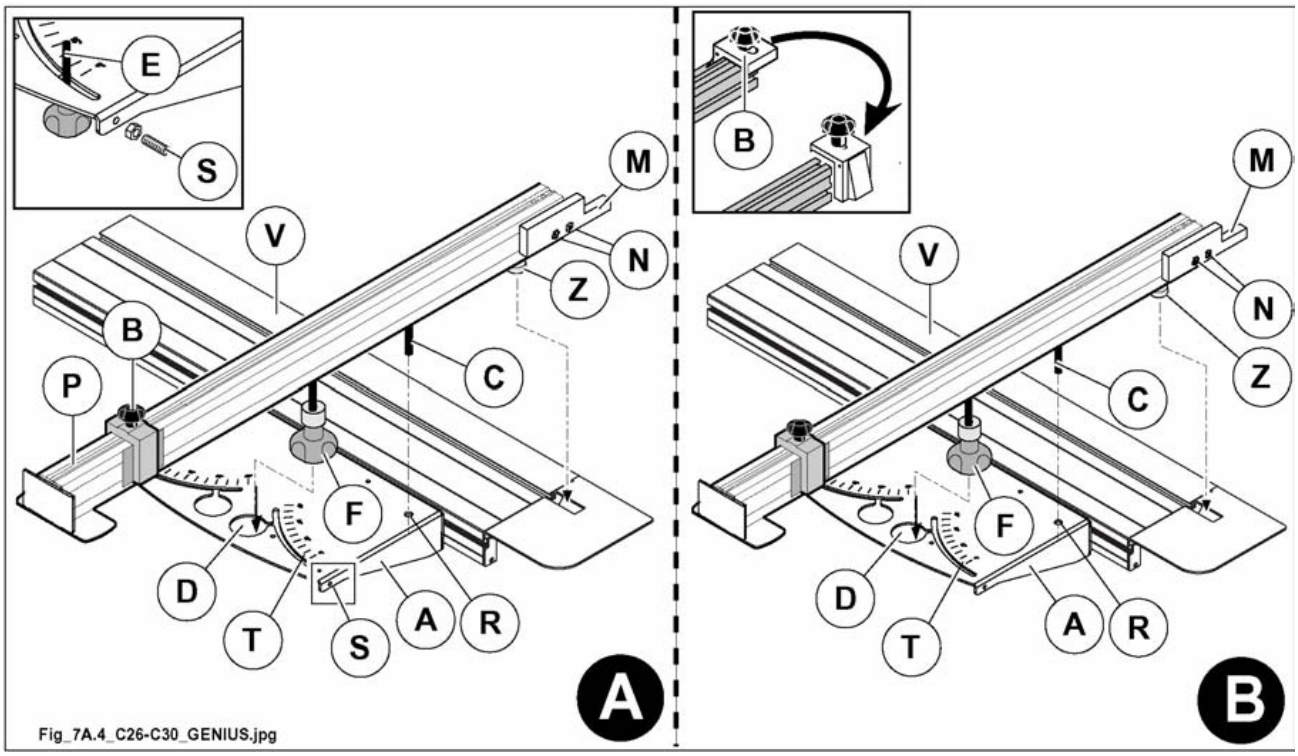

Fig. 7.4A
- Place the ruler on the table (A fig. 7.4A), inserting the fulcrum (C fig. 7.4A) in the hole (R fig. 7.4A).
Insert the knob (F fig. 7.4A) in the slot (T fig. 7.4A) by means of the hole (D fig. 7.4A).
Insert the lock pin (Z fig. 7.4A) in the slot on the wagon (V fig. 7.4A) only for versions.
- Position the ruler in such a way that the pin (E fig. 7.4A) fits into place against the device (S fig. 7.4A).
- Tighten the knob (F fig. 7.4A).
- For use, position the stops (B fig. 7.4A) referring to the metric ruler (P fig. 7.4A).
- Position the rule at required angle using slot (T fig. 7.4A) and tighten knob (F fig. 7.4A).
When the chip guard (M fig. 7.4A) is worn, bring it up to the saw blade by loosening the two screws (N fig. 7.4A).
The rule is supplied with the stops (B fig. 7.4A). These can be positioned quickly, for support or drive machining, by sliding them out from the rule and reassembling them on the opposite side.